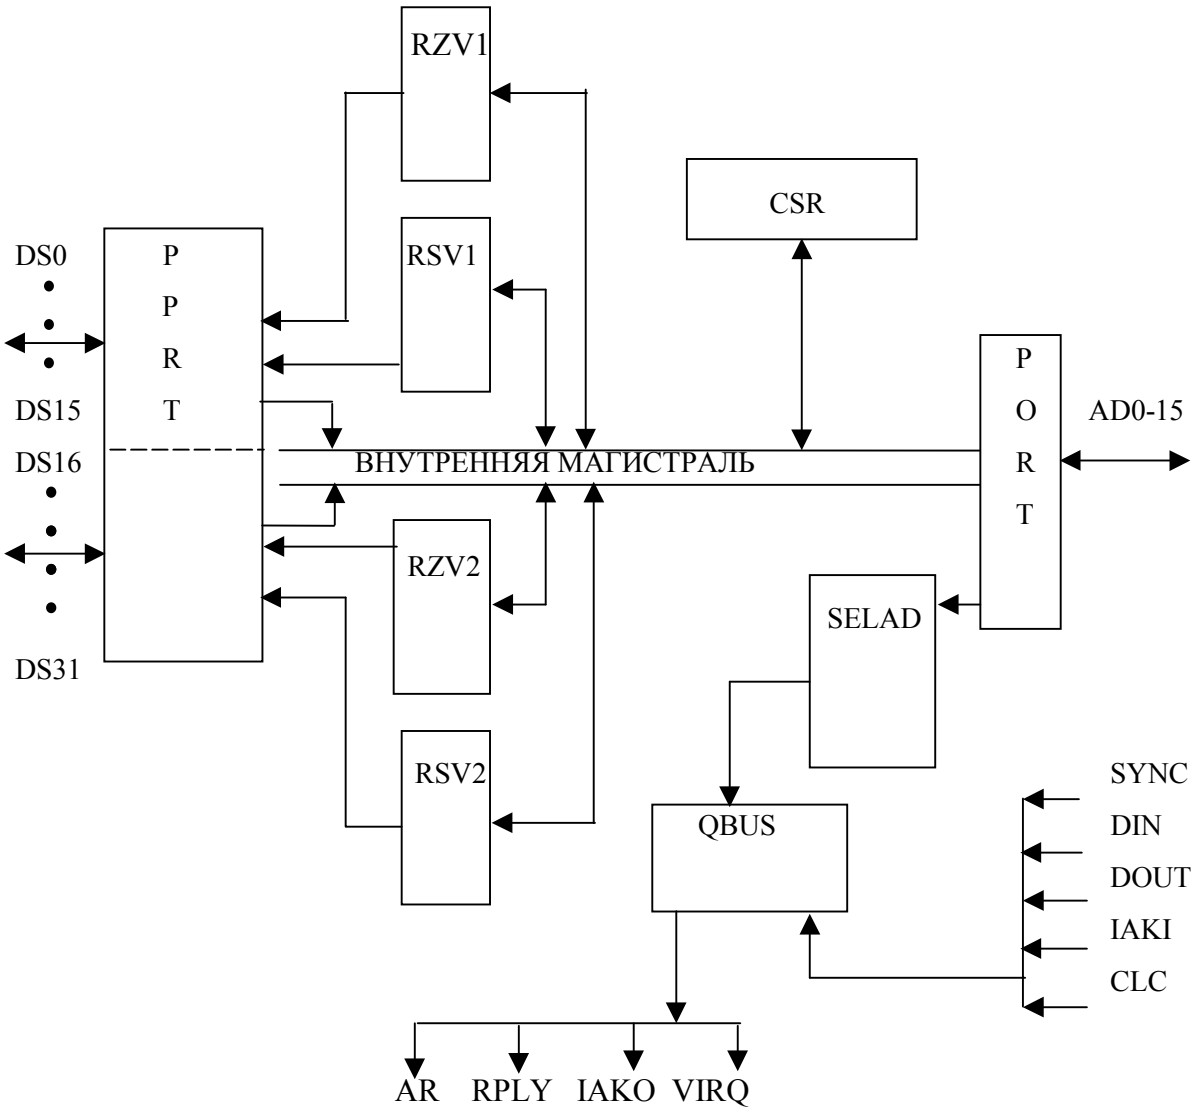

Рис. 2
3.3. Структурная схема БИС порта параллельного ввода-вывода представлена на рис. 2.